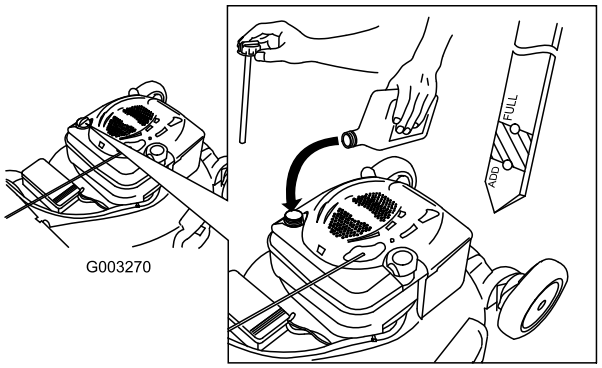

**Figura 10**
1. Togliete l'asta di misurazione del livello dell'olio, asciugatela ed inseritela a fondo nel foro (Figura 10).
2. Rimuovete l'asta e controllate il livello dell'olio (Figura 10). Se il livello dell'olio è inferiore alla tacca Add sull'asta, versate **lentamente** dell'olio nel foro del bocchettone fino a portarne il livello alla tacca Full sull'asta. **Non riempite troppo.** (Riempimento massimo: 0,59 litri, tipo: olio detergente SAE 30 con service classification API SF, SG, SH, SJ, SL o superiore.)